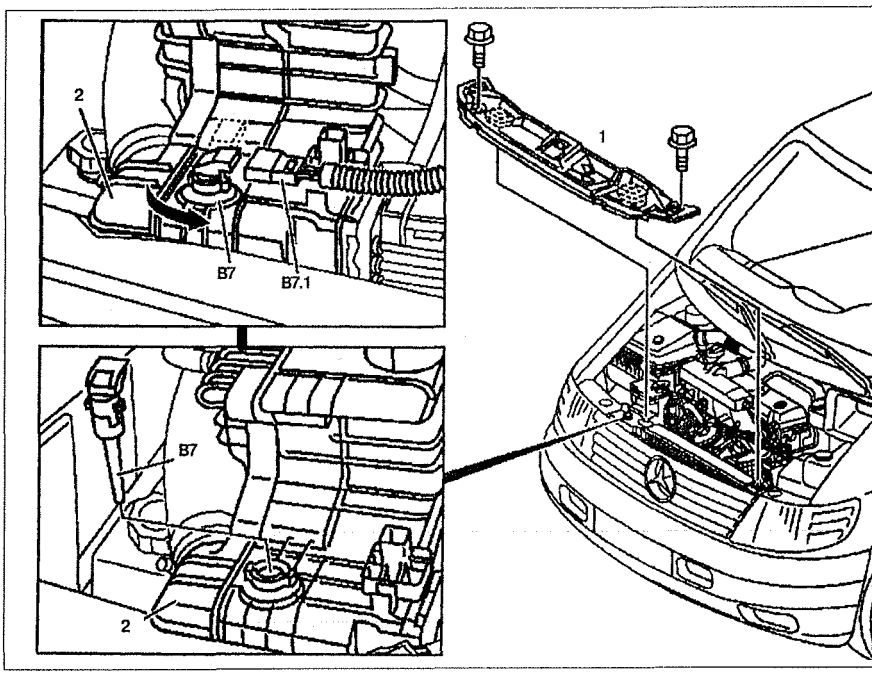

Рис. 4.38. Датчик уровня охлаждающей жидкости:
3. Снимите верхнюю поперечную балку **1** (см.рис.4.38).